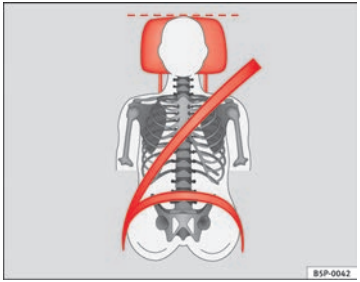

Fig. 12 Correct seat belt and head restraint positions, viewed from front
- **The shoulder part of the seat belt must lie on the centre of the shoulder, never across the neck. The seat belt must lie flat and snugly on the torso ⇒ fig. 12.**